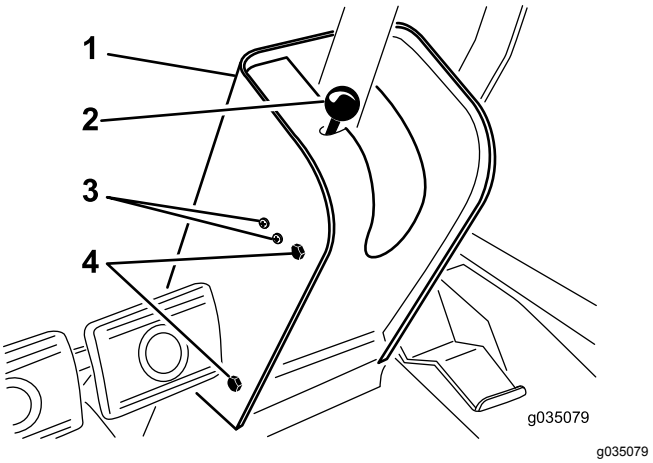

Figur 72
2. Ta bort knoppen från parkeringsbromsspaken och skruvarna från styrkolonnens kåpa (Figur 72).
4. Lossa de skruvar och muttrar som fäster parkeringsbromsbrytaren på vänster sida av styrkolonnen (Figur 72).